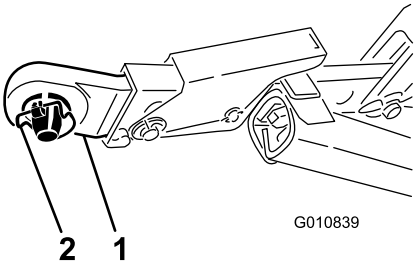
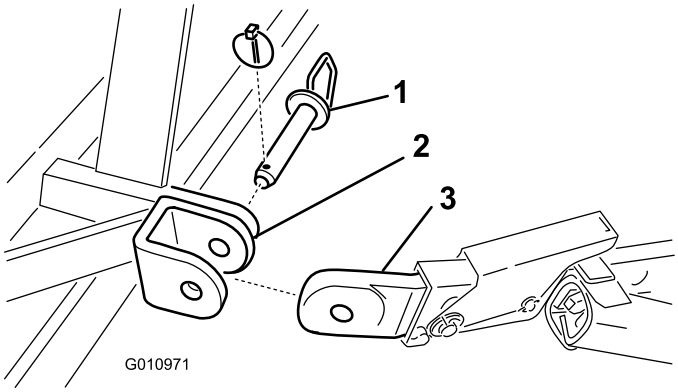

Figur 3
Figur 4
6. Fäst de nedre länkarmarna i luftarens monteringsfästen med antingen hjulsprintar (Figur 3) eller hakbultar och hjulsprintar (Figur 4).